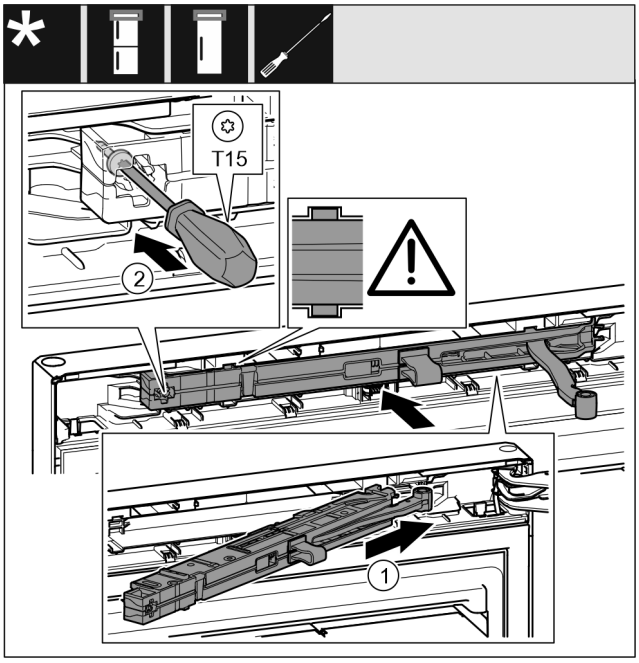

*Fig. 41*
- ▶ Sluitdemperunit *Fig. 41 (1)* aan de lagerbokzijde tot aan de aanslag schuin in de uitsparing schuiven.
- ▶ Schroef *Fig. 41 (2)* met een schroevendraaier vastschroeven.